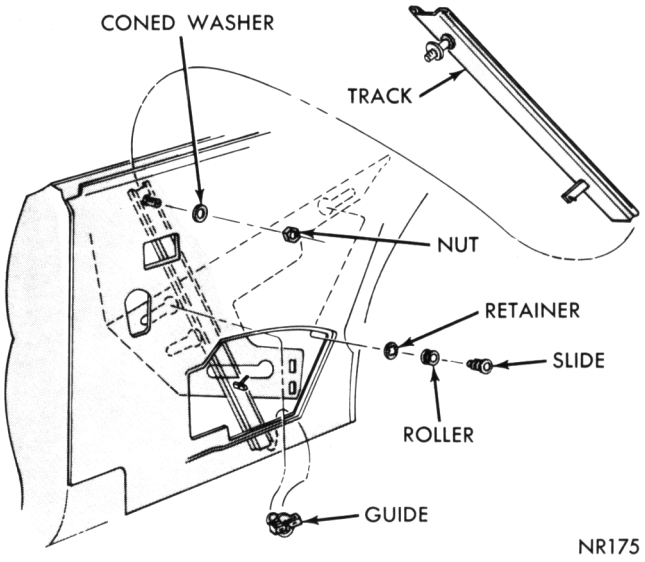

Fig. 41—Quarter Window Front Track—Hardtop
(1) Remove screws and washers attaching front track brace (Fig. 41) to inner panel and front track and remove brace.
(2) Remove nut and washer attaching front track upper end to the inner panel.
(3) Remove front track rollers and remove front track.
(1) Position front track into panel and insert sleeve nut at top of track into inner panel opening.
(2) Install sleeve nut lockwasher and nut, do not tighten.
(3) Position the bracket and guide assemblies (Fig. 41) onto bottom of track and slide up into position into forward upper and lower slots of glass lower frame.
(4) Position front track brace in panel and install attaching screws loosely.
(5) Attach brace to front roller track and adjust glass.